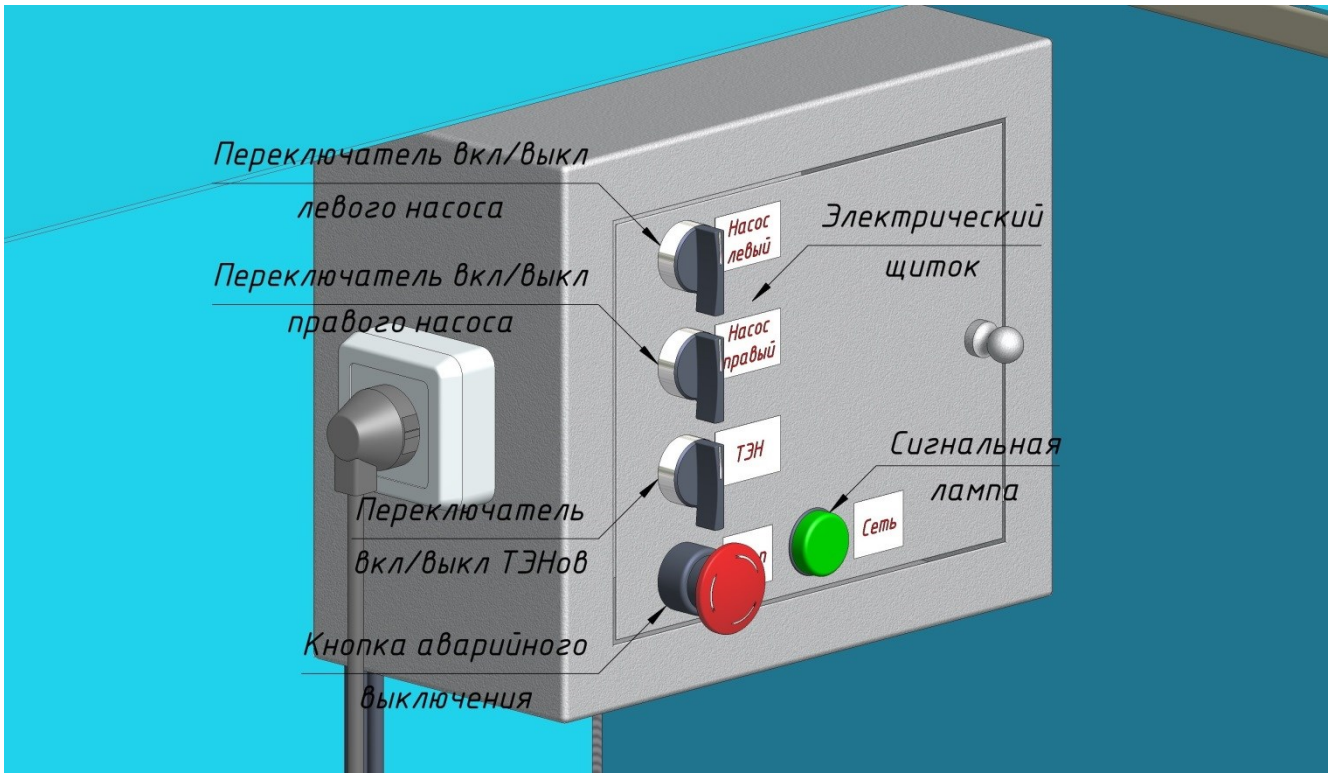

Рисунок 6
– включить центральный автомат, расположенный в электрическом щитке (смотри рис. 6);
– убедиться в том, что кнопка аварийного выключения отжата и горит сигнальная лампа, подтверждающая готовность ПМК к работе (смотри рис. 6);
– повернуть переключатель необходимого насоса по часовой стрелке (смотри рис. 6);
а) ⚠ **Внимание!** Низкая температура представляет опасность для ПМК «Торнадо». Нельзя допускать образования льда внутри гидромагистрали. Поэтому данная установка оборудована ТЭНами с терморегулятором для подогрева воды в переходное время года. Использование ТЭНов в теплое время года не целесообразно, поэтому на летний период необходимо отключить их от электропитания с помощью переключателя (смотри рис. 6).
⚠ ***Внимание!*** *При возникновении нештатной ситуации необходимо немедленно нажать кнопку аварийного выключения (смотри рис. 6) и последовательно обесточить пункт мойки колес.*